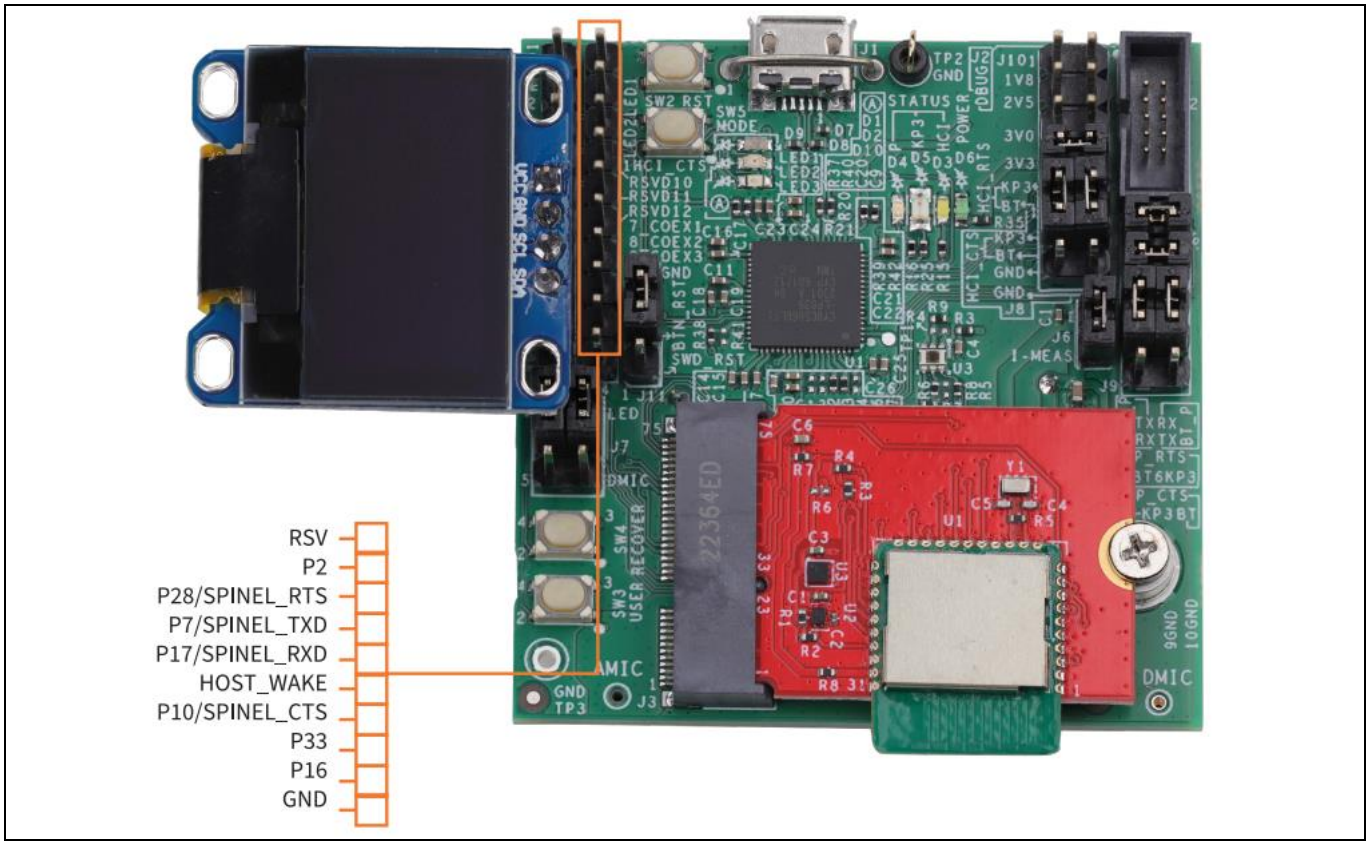

Figure 8 CYW30739B2-P5-EVK01 pinout
24. **Header**: Expansion header for IO and SPINEL UART, as shown in Figure 8.